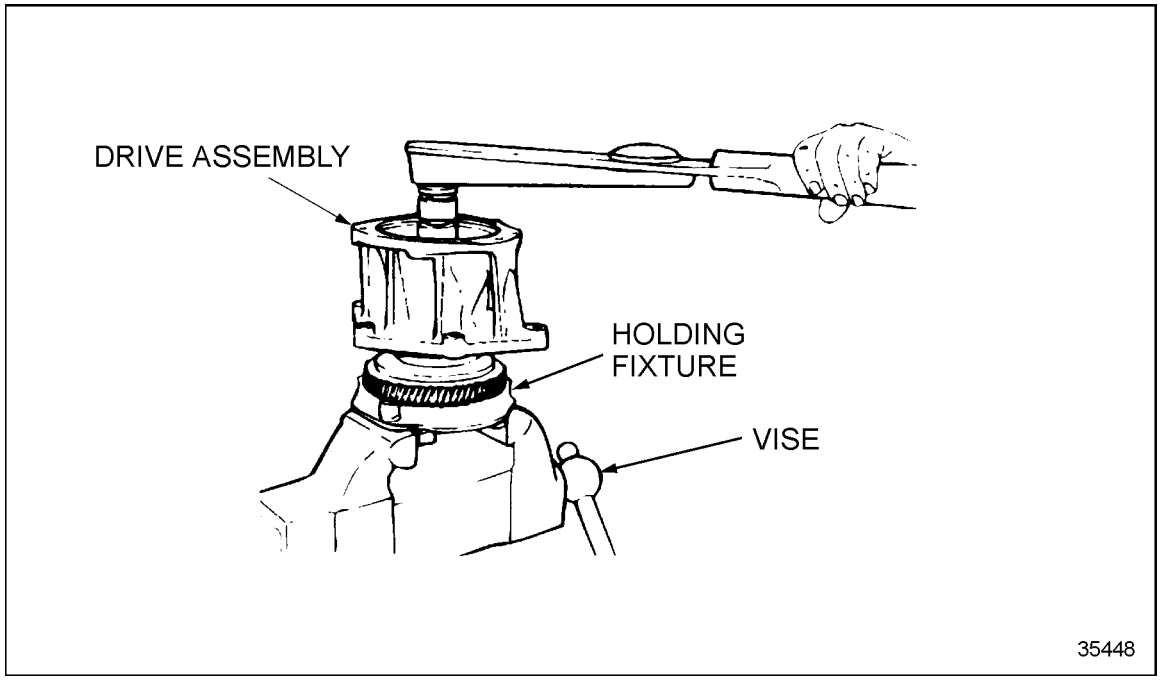

Figure 10-36 Air Compressor Drive Shaft Installation (Former Design)
21. Secure the holding fixture, see Figure 10-12, in a suitable vise with the drive coupling positioned up. See Figure 10-36.